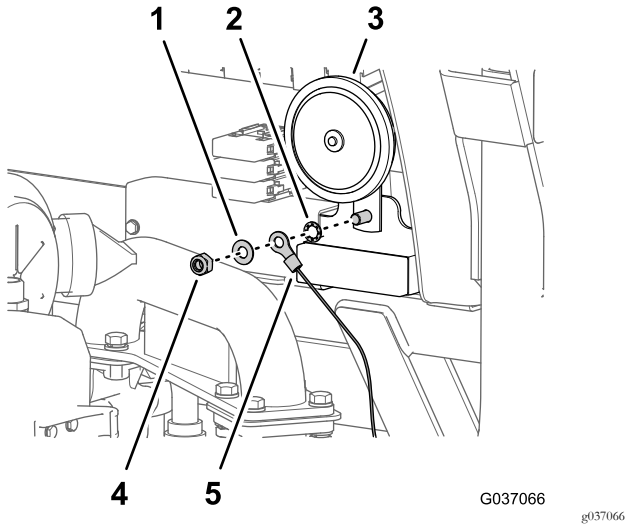

Rysunek 33
1. Z tyłu przegrody odkręć nakrętkę zabezpieczającą z podkładką mocujące syrenę klaksonu do listwy przewodzącej (Rysunek 33).
2. Przykręć nakrętkę zabezpieczającą, podkładkę i zacisk pierścieniowy wiązki przewodów z przekaźnikiem, a następnie podkładkę zabezpieczającą do śruby w sposób pokazany na Rysunek 33, po czym dokręć nakrętkę i śrubę z momentem 23 to 29 N·m.